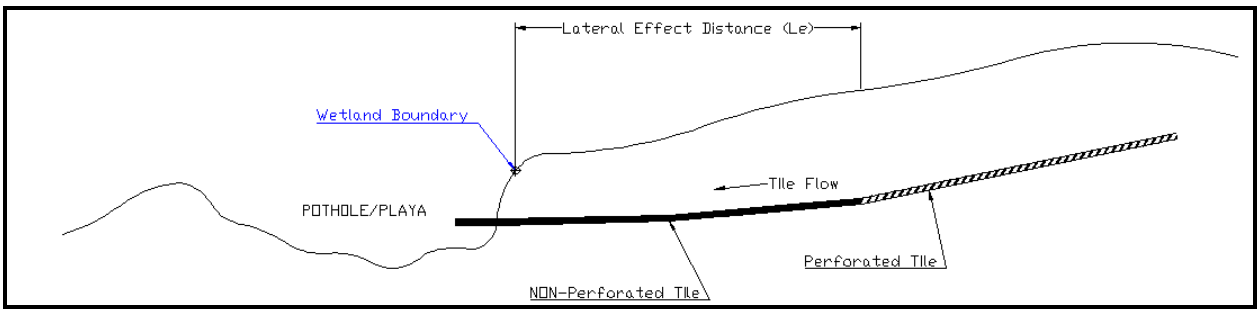

Figure 17 – Nonperforated tile may outlet into a depressional wetland at any elevation.
1. If the tile outlets into a depressional wetland, nonperforated tile is preferred within the wetland and the applicable (x1 or x3) lateral effect distance from the wetland. An example is shown on Figure 17.